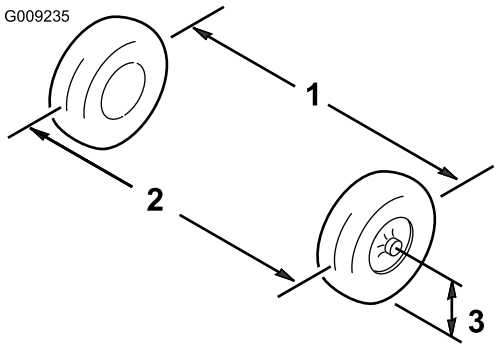

Figuur 38
1. Meet ter hoogte van de as de afstand tussen de voorwielen aan de voorkant en de achterkant van de wielen (Figuur 38).